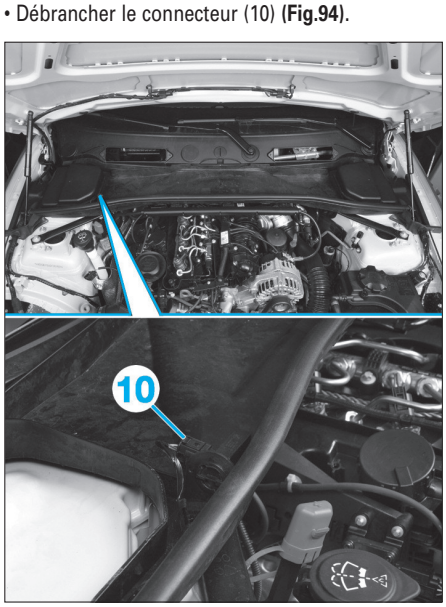

Fig. 94
• Débrancher le connecteur (10) **(Fig.94)**.